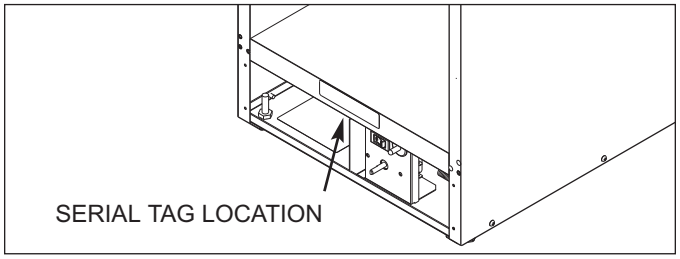

Figure 1-1. Serial Tag Location
- *The serial number tag for model 315W is located on the compartment divider, directly behind the kickplate.* (See Figures 1-1 and 1-2)